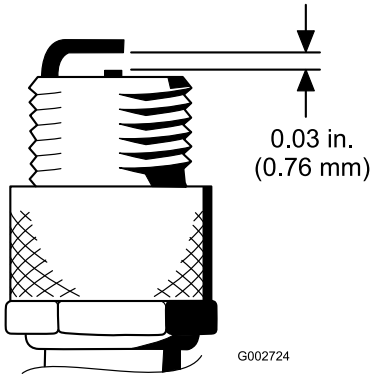

Figur 48
4. Indstil gnistgabet mellem midten og siden af elektroderne til 0,76 mm (Figur 48).